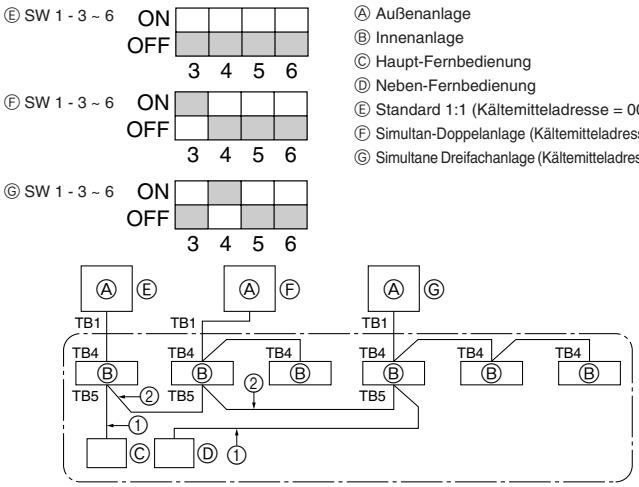

Fig. 9-1
① Schalten Sie die Anlage ein (Leistungsschalter).
② Stellen Sie nach dem Schließen des Gassperrventils den SWP-Schalter auf der Schalttafel der Außenanlage auf ON/EIN ein. Der Kompressor (Außenanlage) und die Ventilatoren (Innen- und Außenanlagen) beginnen zu arbeiten und der Kältemittelsammelvorgang setzt ein. LED1 und LED2 auf der Schalttafel der Außenanlage leuchten.
③ Da die Anlage sich automatisch etwa zwei bis drei Minuten nach dem Sammeln des Kältemittels ausschaltet (LED1 und LED2 leuchten), stellen Sie sicher, daß das Gassperrventil unverzüglich geschlossen wird. Wenn LED1 und LED2 leuchten und die Außenanlage ausgeschaltet ist, öffnen Sie das Flüssigkeitssperrventil vollständig, und wiederholen Sie dann nach Ablauf von drei Minuten Schritt ②.
④ Unterbrechen Sie die Stromversorgung (Leistungsschalter).
9. Kontrolle des Systems (Fig. 9-1)
9. Contrôle du système (Fig. 9-1) 25